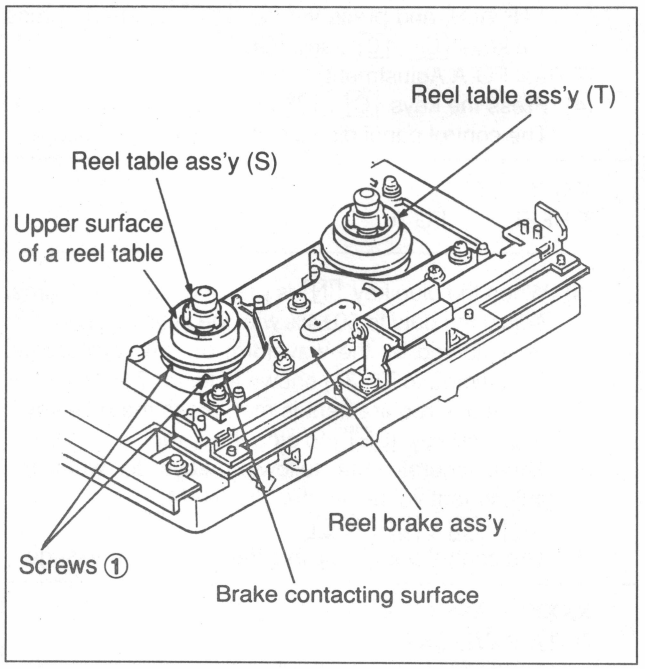

Fig. 7-9-13 Reel Table Ass'y Removal
4. Reel Table Ass'y Removal (Refer to Fig. 7-9-13.)